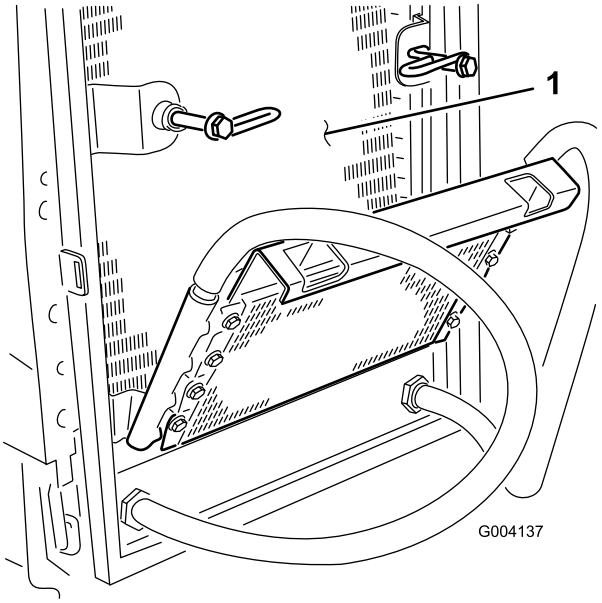

Rysunek 73
6. Dokładnie oczyść obie strony chłodnicy oleju oraz głównej chłodnicy (Rysunek 73) sprężonym powietrzem.